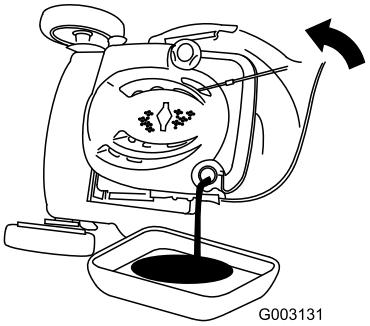

Figura 35
3. Inclinate il tosaerba sul fianco, con il filtro dell'aria in alto, per scaricare l'olio usato attraverso il tubo di riempimento (Figura 35).